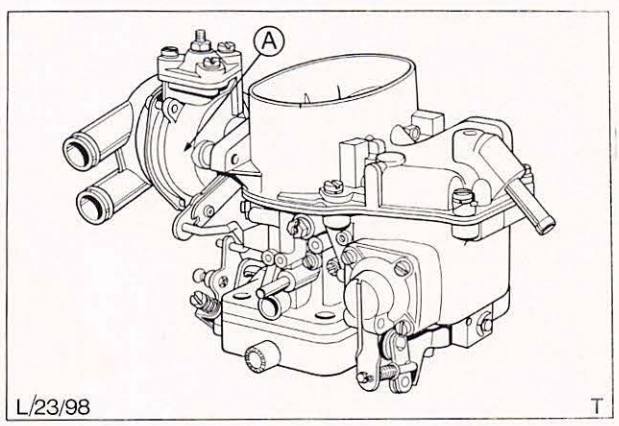

Abb. 4 Solex-Registervergaser (2V)
c) Solex-Registervergaser (2V), Abb. 4